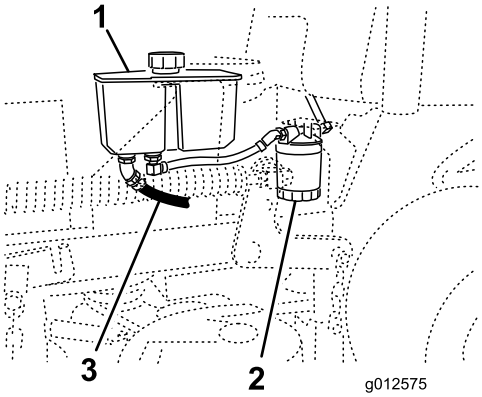

Figur 75
4. Leta reda på den främre hydraulslangen under hydraultanken och placera ett avtappningskärl under tanken (Figur 75).